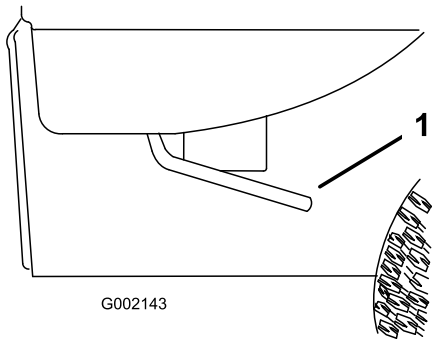

Figuur 23
1. Zet de hendels aan beide zijden van de laadbak omhoog en haal deze op (Figuur 23).